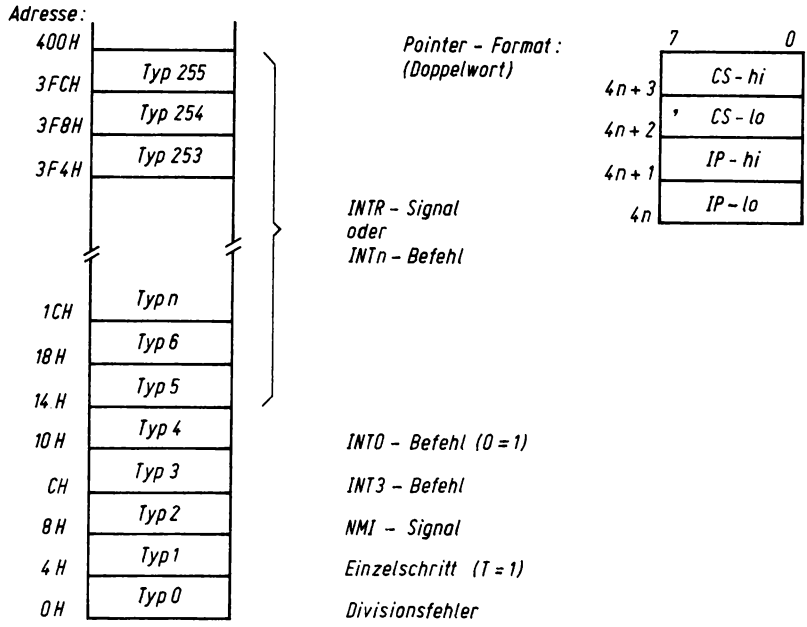

Bild 2.14. Aufbau der Interruptvektortabelle
Die Vektortabelle ist das Bindeglied zwischen dem Interrupt und der zugehörigen Prozedur. Die Vektortabelle belegt stets die Adressen 00000H bis 003FFH, das ist das erste Kilobyte des Speichers. Sie enthält maximal 256 Doppelwortzeiger, das heißt, jeder Interrupttyp belegt 4 Byte. Diese enthalten das Kodesegment (CS) und den Offset (IP) der Startadresse der Interruptprozedur. Dadurch kann diese an jeder beliebigen Stelle im Speicher angeordnet sein. Bild 2.14 zeigt den Aufbau der Interruptvektortabelle.